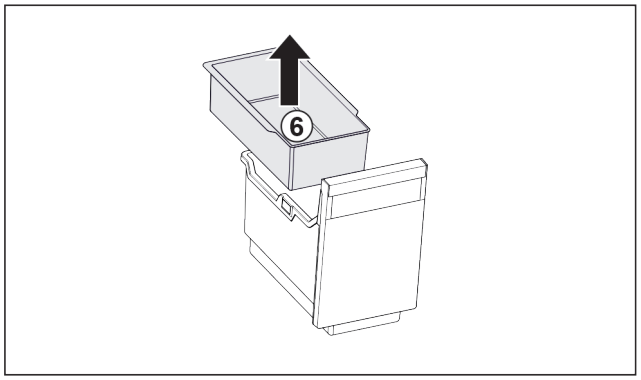

*Fig. 119*
▶ Vyjměte závěsnou misku *Fig. 119 (6)*.